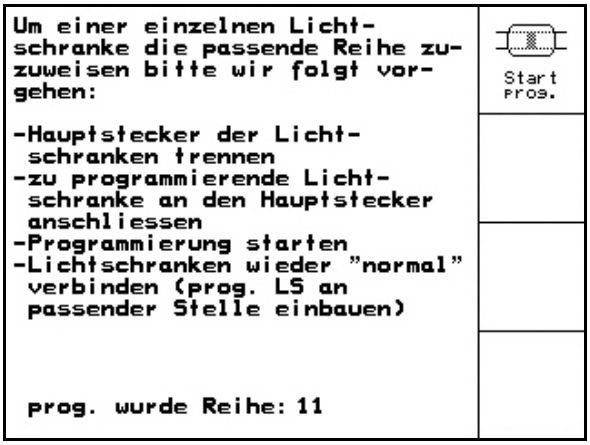

**Fig. 84**
6. De fotoceller, der er programmeret i den relevante række, vises (Fig. 84).